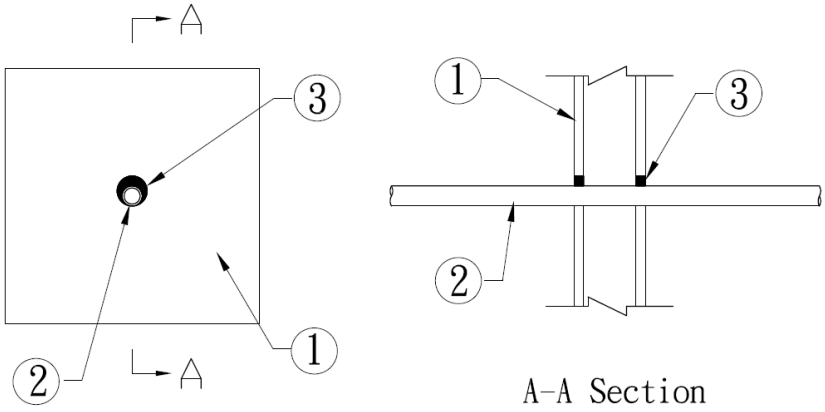

Figure 1. Through Penetration Firestop System
1. **SUPPORTING CONSTRUCTION:** Refer to Figure 1. Opening size shall be 11/16 in. larger than the OD of the penetrating pipe. Create a round through-opening in a symmetrical, Code-conforming, 1 hour fire-rated wall assembly consisting of the min. construction features of one of the following options: